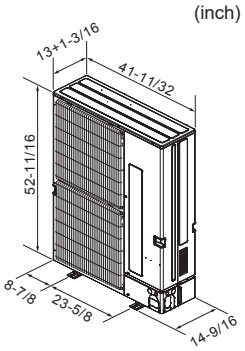

Fig. 2-2
2.3. Dimensiones exteriores (Unidad exterior) (Fig. 2-2)